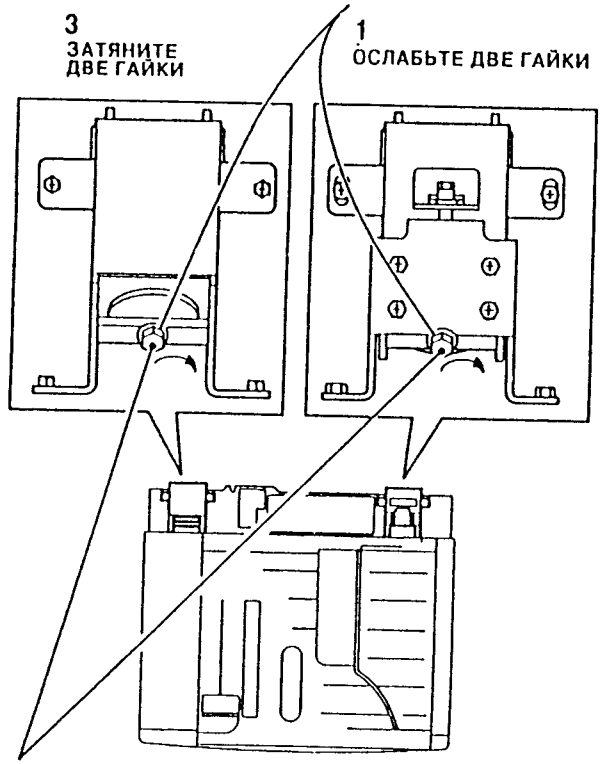

Рис. 2. Регулировка высоты дуплексного автоподатчика оригиналов
2. Отрегулируйте высоту дуплексного автоподатчика оригиналов (смотрите Рис. 2).